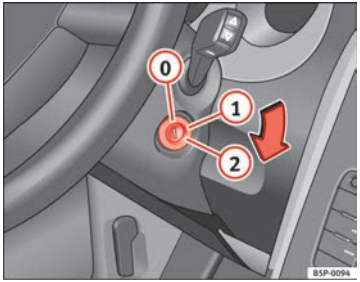

Fig. 136 Ignition key positions
In this position ⇒ fig. 136 the ignition and the engine are OFF and the steering may get locked.
– Turn the ignition key to position ⇒ fig. 136 (1). The indicator lamp ➰ will light for engine pre-heating.
– When the warning lamp turns off, turn the key to position (2) to start the engine. Do not press the accelerator.
– Turn the ignition key to position ⇒ fig. 136 (0).